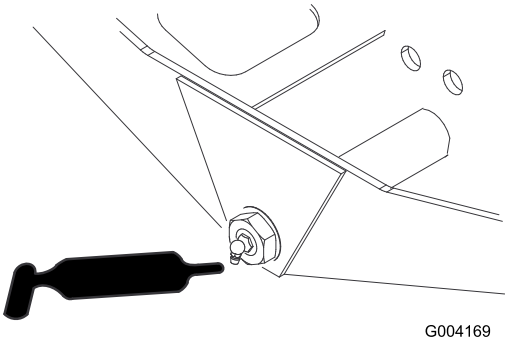

**Figur 48**
- Axelns styrtapp (1) (Figur 48)